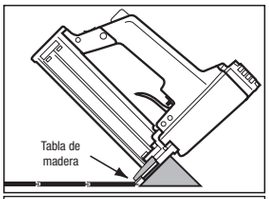

Figura 8
- Coloque el compresor a 70 PSI. Si se daña la lengüeta, reduzca la presión neumática (Figura 8).